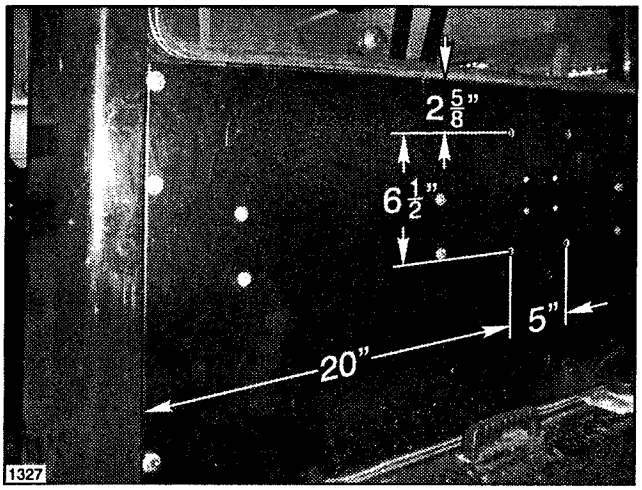

FIG. 1
1. Locate, mark and drill (4) 5/16" diameter holes in the rear Cab Panel. See FIG. 1 (dimensions are from top and L.H. side bends in rear Cab Panel.